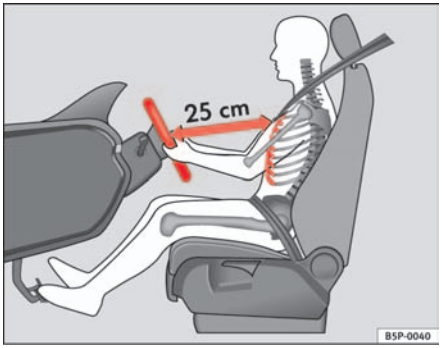

Fig. 93 Proper sitting position for driver
– Adjust the steering wheel in this way until the correct position is set ⇒ fig. 93.
- **Adjust the driver seat or steering wheel so that there is a distance of at least 25 cm between the steering wheel and your chest ⇒ page 125, fig. 93. If you fail to observe the minimum distance, the airbag will not protect you. Risk of fatal injury.**